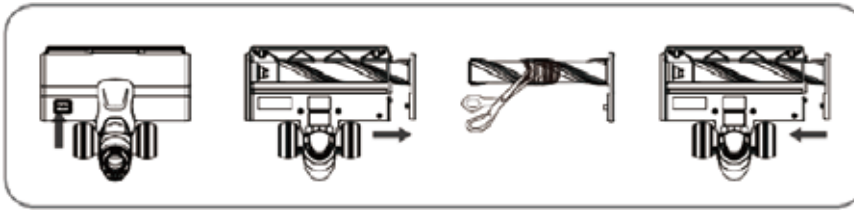

Рисунок 20 Рисунок 21 Рисунок 22 Рисунок 23
(2)Флип кисть и поверните кнопку блокировки на фиксированной крышке с монетой toopen замок. (Рисунок 20)